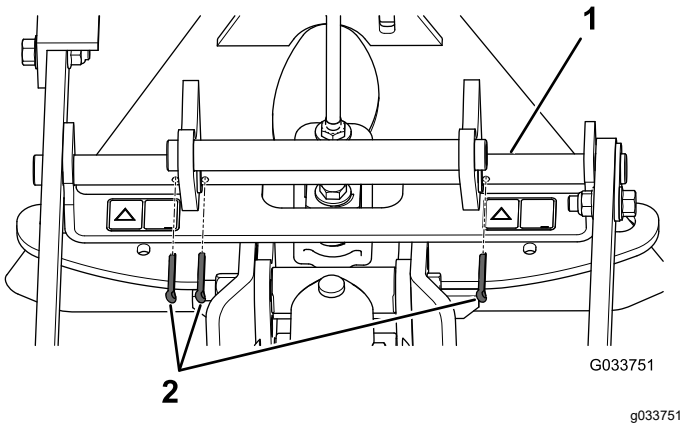

Figur 6
4. Monter en låseclips i hver af de tre huller i drejestangen (Figur 6).
Bemærk: Sørg for, at hullerne i drejestangen er placeret som vist i Figur 6.